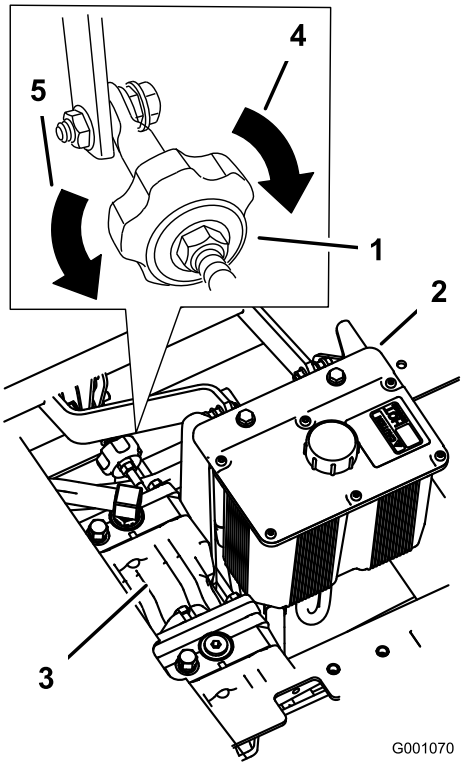

Figuur 47
4. Als de machine naar links trekt, draait u de knop naar de rechterkant van de machine. Zie: Figuur 47.
5. Als de machine naar rechts trekt, draait u de knop naar de linkerkant van de machine. Zie: Figuur 47.